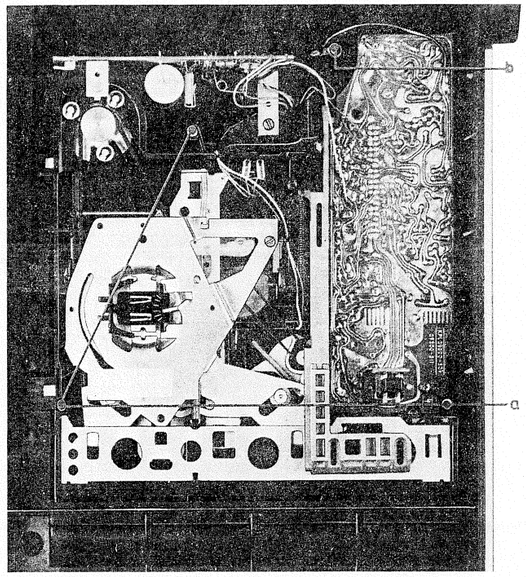

Abb. 1 Befestigung CB 430
(transportgesichert Bild 1 C)
4. Wechsler links anheben und Transportsicherungsschrauben aushängen (Bild 1 A).